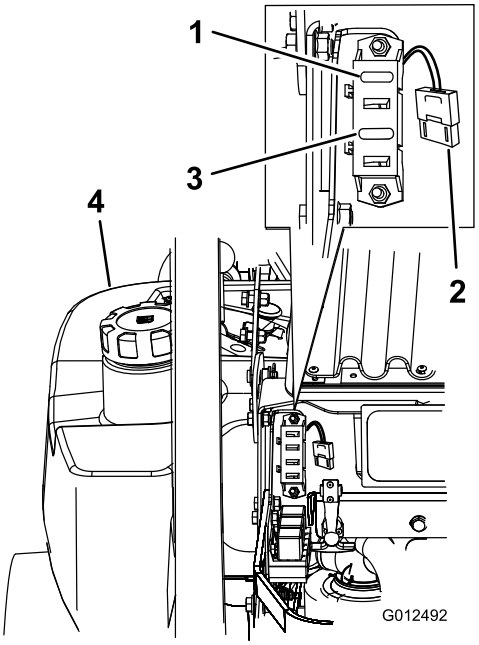

Figuur 56
1. Maak de motorkap open om toegang te krijgen tot de zekeringhouder (Figuur 56).
3. Monteer een nieuwe zekering (Figuur 56).